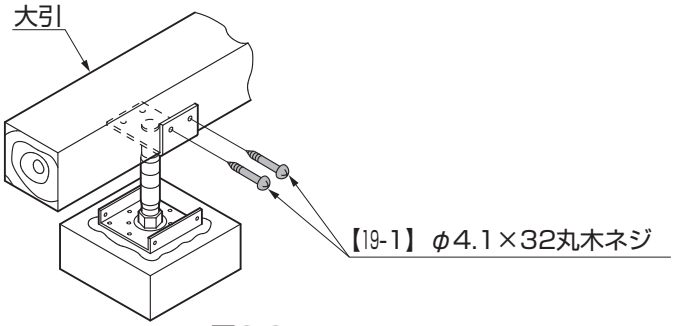

図2-9
⑥大引を束調整金具にのせて、横から【19-1】で束調整金具に固定してください。（図2-9参照）